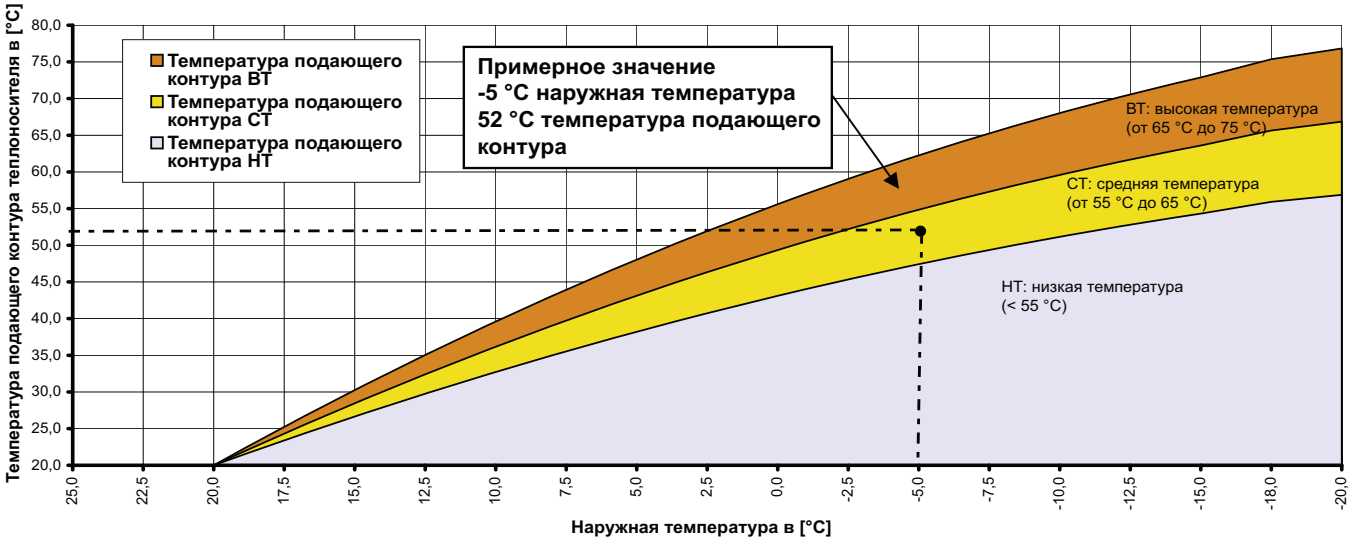

Рис. 1.1: Диаграмма экспериментального расчета фактически требуемых температур системы
b) **Экспериментальный расчет в течение отопительного периода (см. *Рис. 1.1 на стр. 12*).**